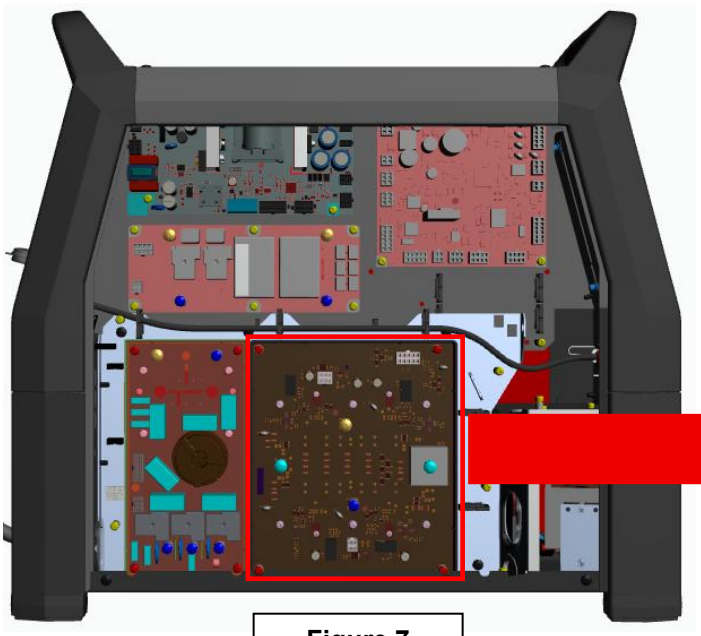

Figure 7
3. Locate the Inverter Board. See **Figure 7**.